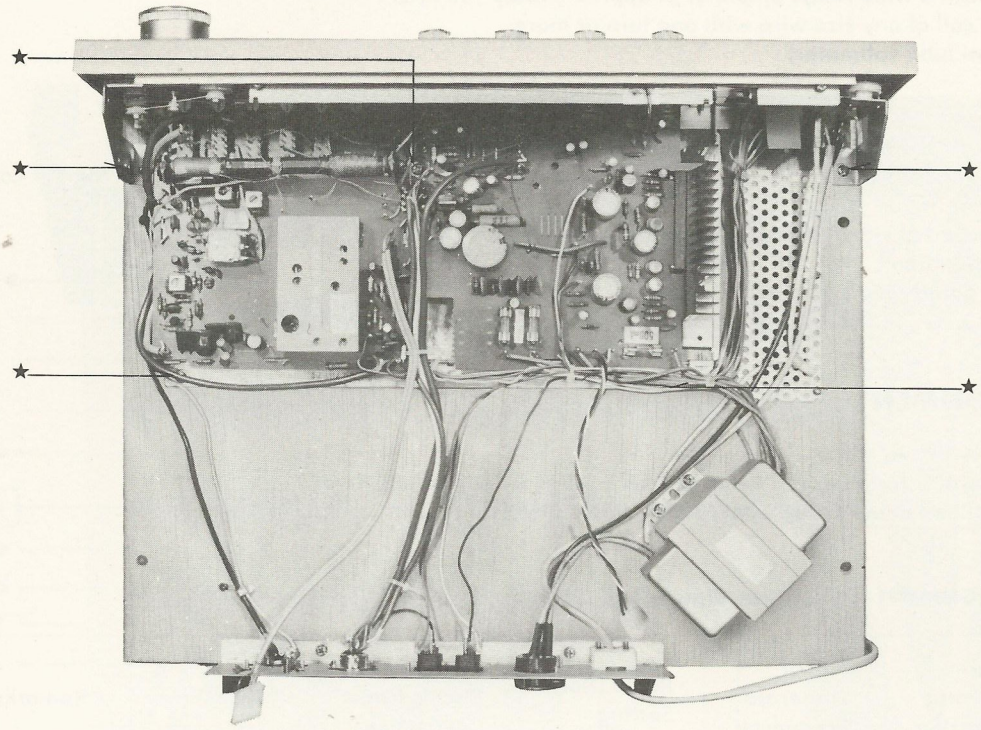

Figure 6
b) Remove the five screws marked (★) as shown in Figure 6 and the chassis can now be returned.